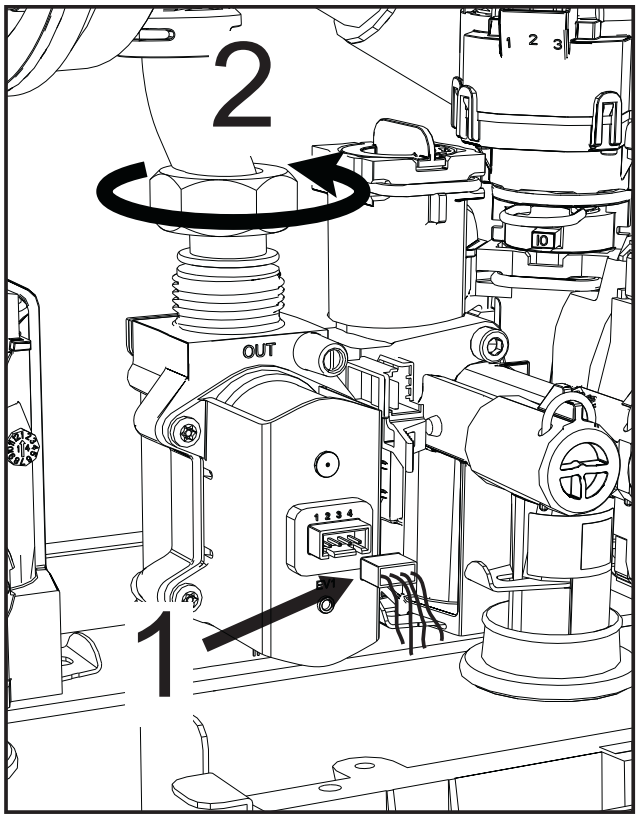

рис. 43
- Отсоедините электрические разъемы **"1"** (рис. 43).
- Отсоедините трубку подачи газа **"2"** (рис. 43).